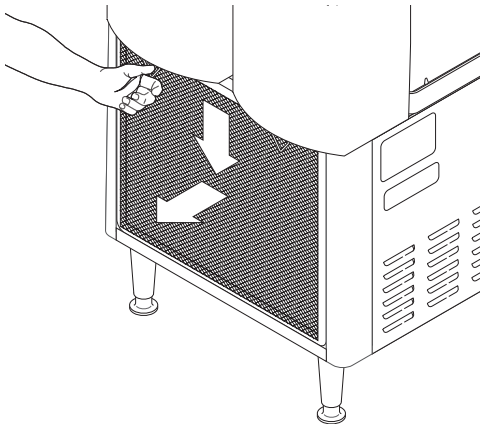

Figure 5
- □ Remove and clean condenser air filter. See Figure 5.